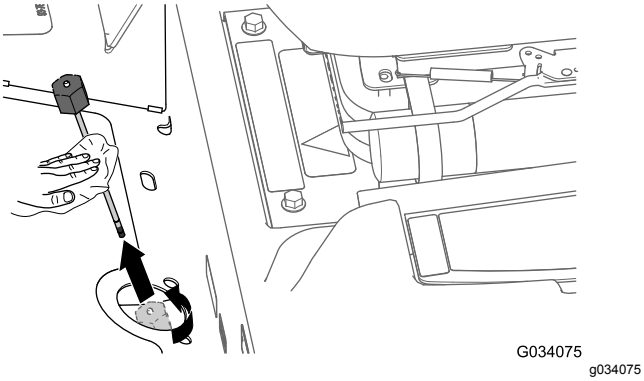

Figur 78
2. Lossa oljestickan (Figur 78), ta bort den från växellådans påfyllningsrör och torka av den med en ren trasa.